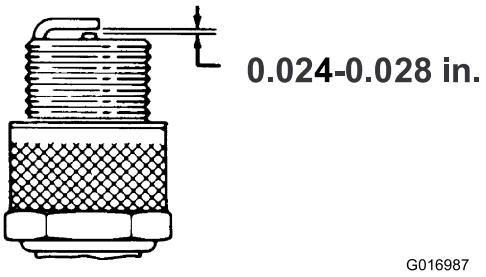

**Figuur 28**
3. Controleer of de elektrodenafstand correct is (Figuur 28).